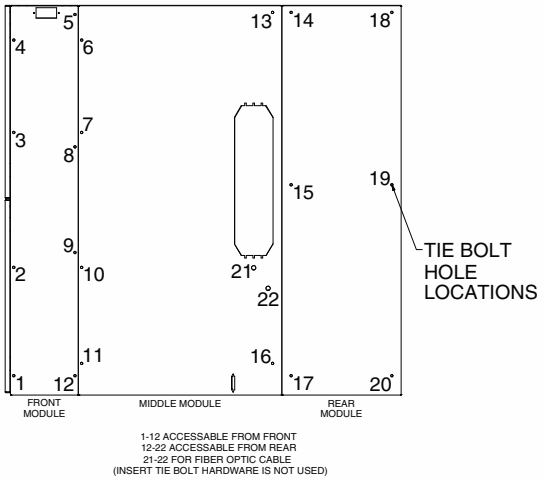

Figure 1. Typical Tie Bolt Locations.
Install tie-bolts in the rear module section between the shipping splits. See Figure 1 for the tie-bolt locations. Bolt holes #14 - #22 can be accessed from the rear module. Holes 20-22 are used for fiber optic cables. If not used, fill with tie-bolt hardware.
C. Open all the front doors. Refer to Figure 1 for the tie bolt locations. Insert and tighten the tie bolts between the front upright members at each shipping split. Bolt holes #1 - #12 can be accessed from the front module.